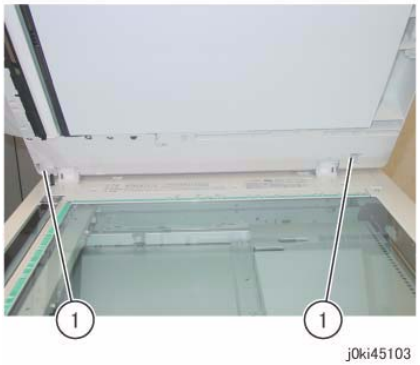

Figure 3 Release the hooks
6. Release the hooks on the DADF Rear Cover. (Figure 3)